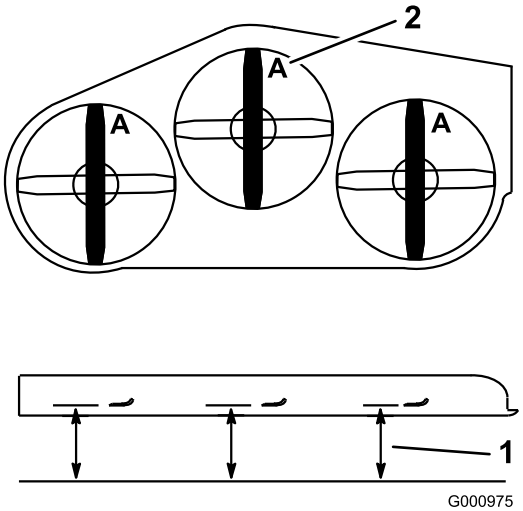

**Figure 90**
3. Tournez les lames dans le sens longitudinal (Figure 90). Mesurez la distance entre la surface plane et le tranchant (position **A**) des lames (Figure 90). Notez cette valeur.